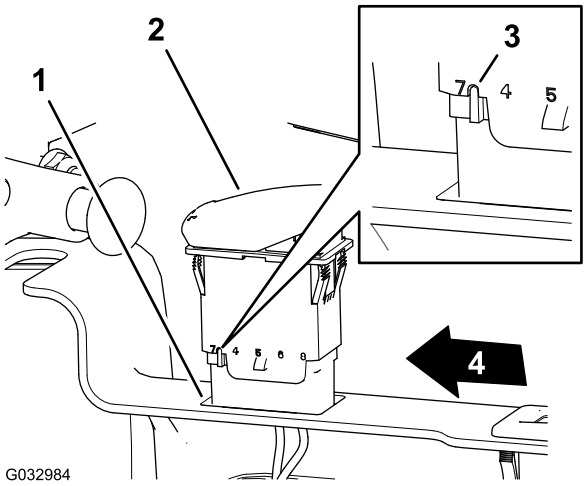

Figura 16
4. Alinee el interruptor de modo que la muesca del cuerpo del interruptor esté orientada hacia el lado izquierdo del panel del control (Figura 16).
5. Introduzca el interruptor en la abertura del panel de control hasta que quede trabado en forma fija en el panel (Figura 16).